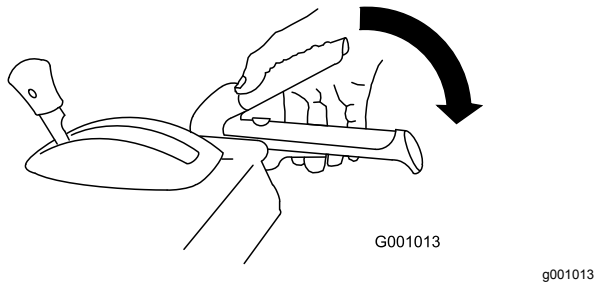

Figur 29
1. For å aktivere spiralblads-/viftehjulsdrivverket, klem den høyre spiralblad-/viftehjulfunksjons-spaken til håndtaket (Figur 29).